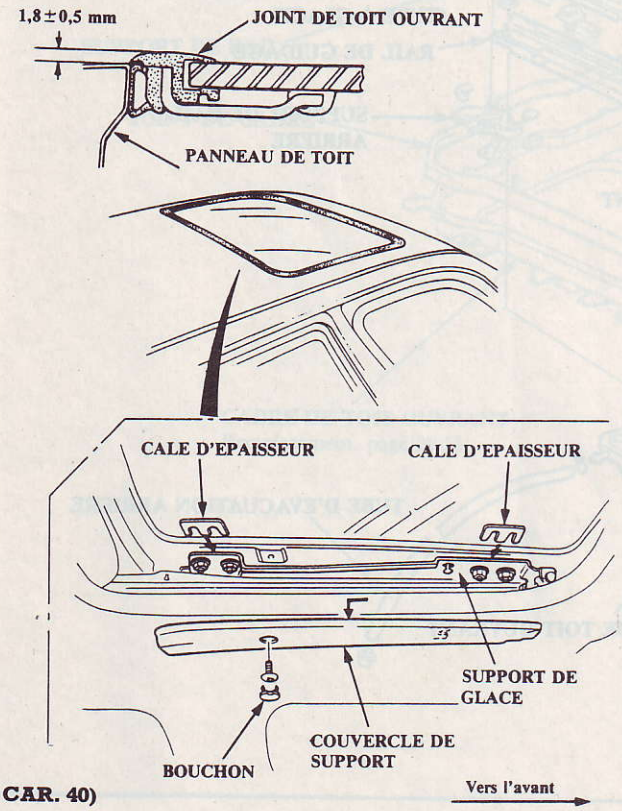

Fig. CAR. 40)
- desserrer les écrous de montage du support et reposer les cales entre le cadre de glace et le support comme indiqué (fig. CAR. 40).